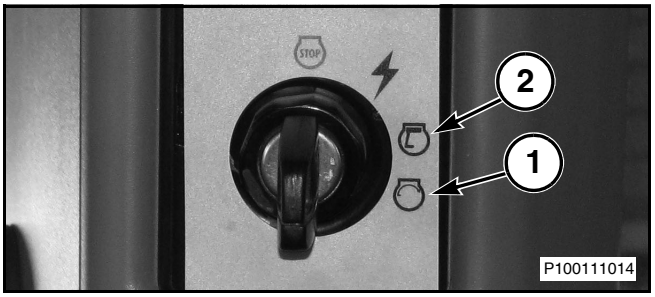

Рис. 1
Рис. 1: Для запуска двигателя проверните ключ пускового переключателя в положение запуска (1). После запуска двигателя немедленно отпустите ключ. Ключ возвратится в рабочее положение (2). После запуска двигателя оставьте рычаг управления подачей топлива в положении низких холостых оборотов до тех пор, пока стрелка давления моторного масла не войдет в зеленую зону.